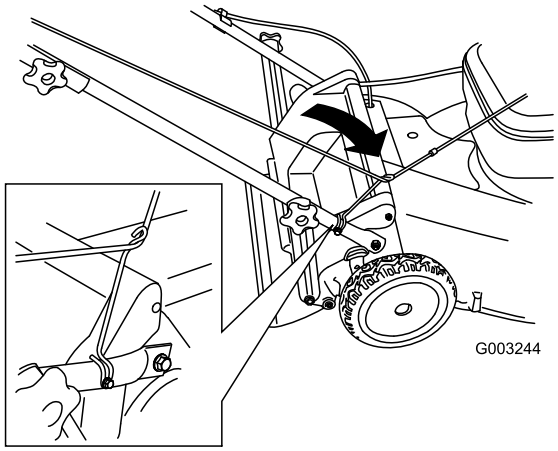

Figur 23
3. Før startsnoren rundt om det nedre snorestyr (Figur 23).